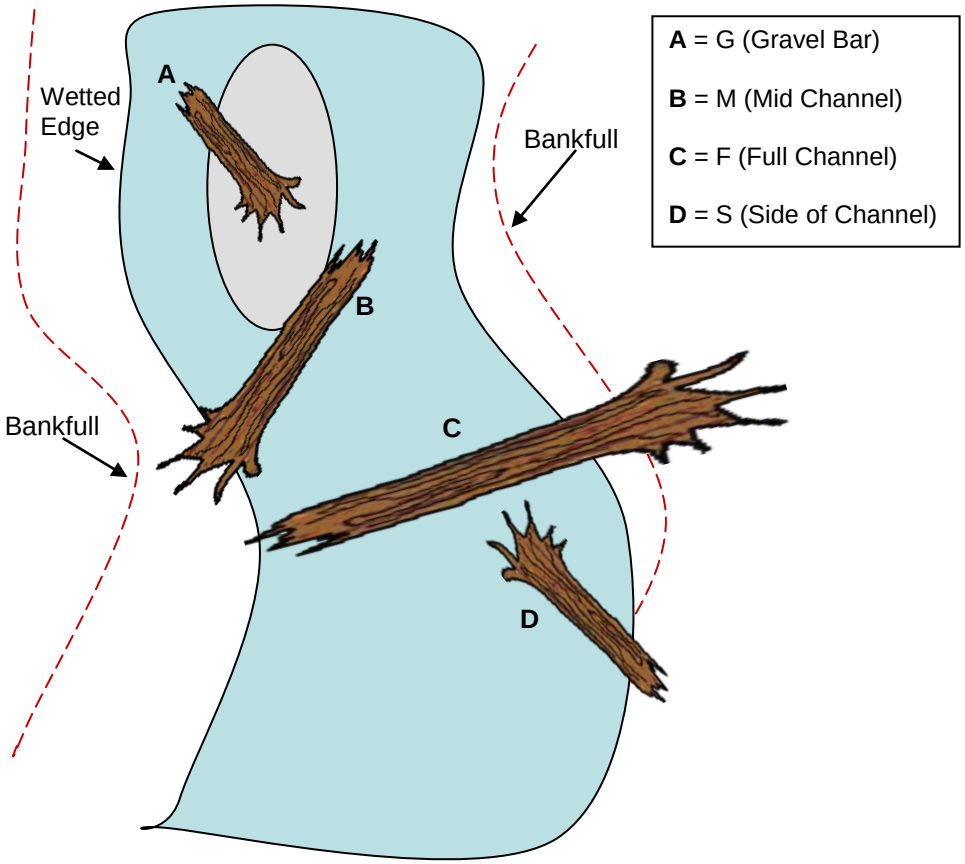

**Figure 21**. Example of wood locations in relation to the stream channel.
10. Number of pieces touching, wood location and wood type will be collected and recorded. Evaluate wood location relative to the bankfull channel (See Table 5 and Figure 21).